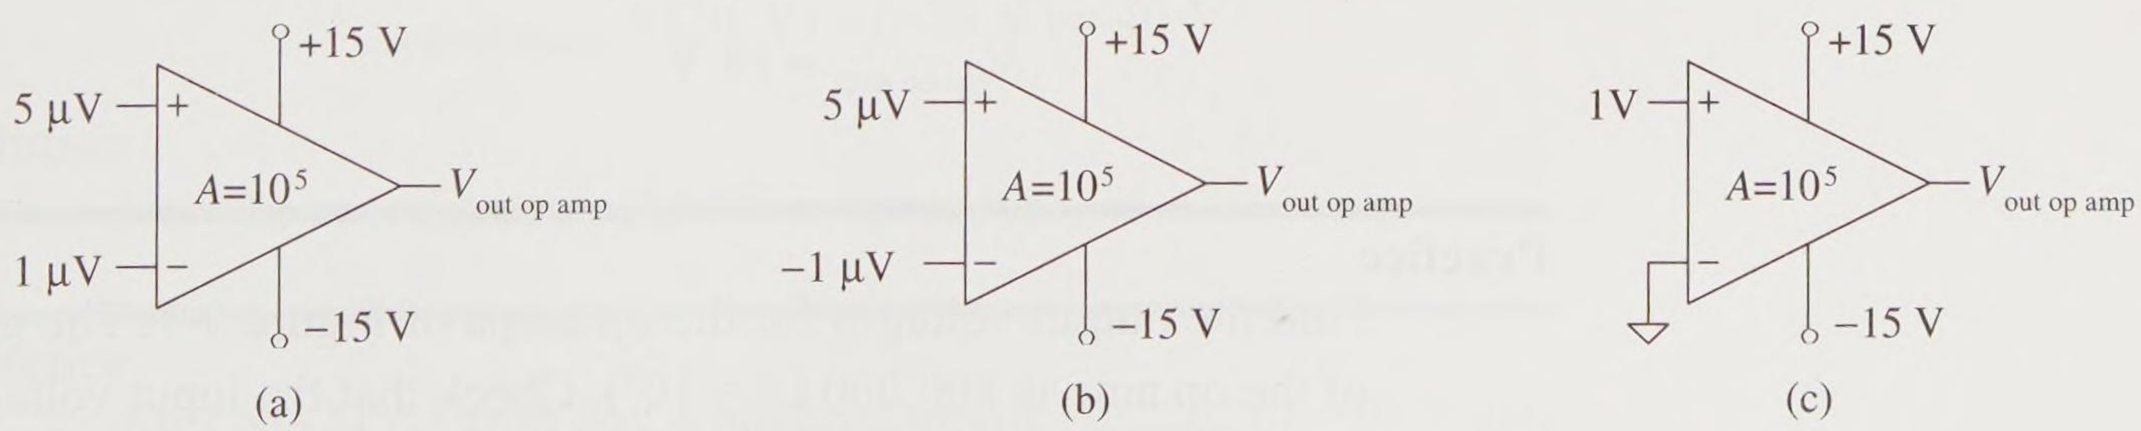

Figure 9-6 Example inputs, gains, and outputs
Find the output voltages for the op amps of Figure 9-6. The dc voltage gain of the op amp is 100,000 ($A=10^5$). Check that the input voltages are within the appropriate range before solving. Assume that the real rail voltages are +13 V and –14 V.
a. See Figure 9-6(a). The net input voltage to the op amp is
b. See Figure 9-6(b). The net input voltage to the op amp is
c. See Figure 9-6(c). The net input voltage to the op amp is